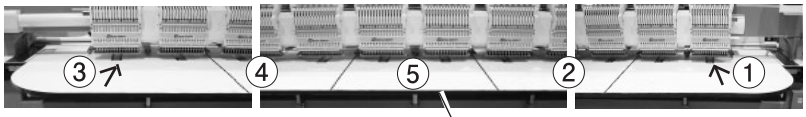

Fig. 3
4. As shown in Fig. 3, insert Removable table in order of left, right and center (last time).